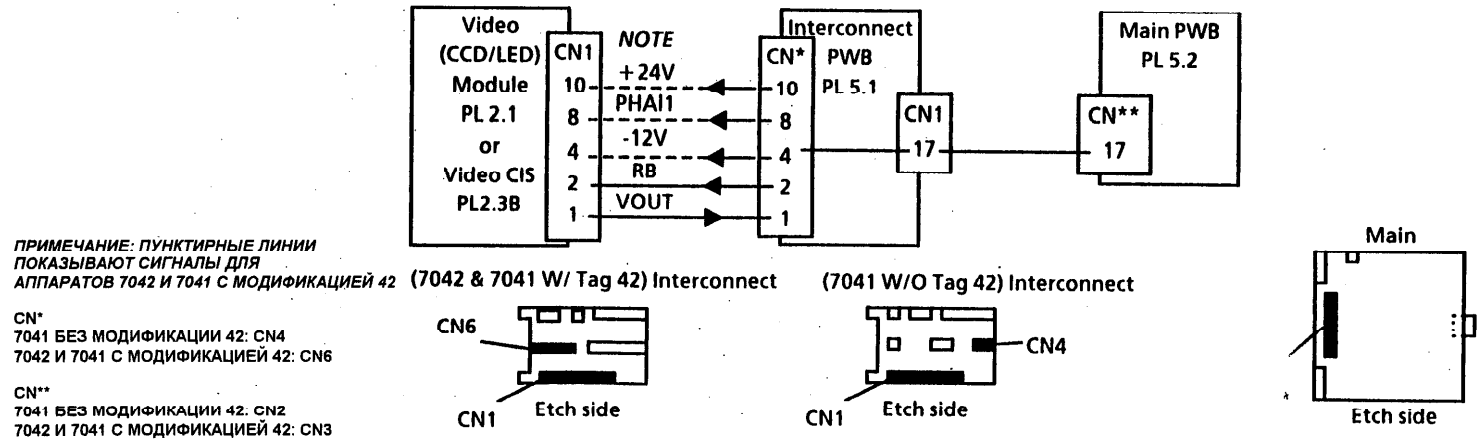

Рис. 2. Сигнал сброса сканера
14. Проверьте сигнал сброса фотоприемника ПЗС (Рис. 2). Измерьте напряжение относительно земли на контакте 2 разъема CN4 соединительной печатной платы.
18. Проверьте сигнал привода светодиода (Рис. 2). Измерьте напряжение относительно земли на контакте 10 разъема CN6 соединительной печатной платы.